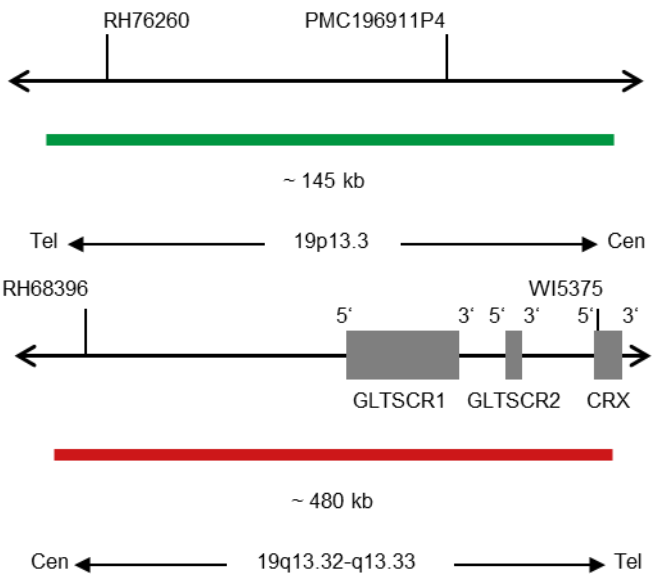

Fig. 1: Em cima: Mapa de sondas SPEC 19p13, em baixo: Mapa de sondas SPEC 19q13 (não à escala)
- Polinucleótidos marcados com digoxigenina (~0,8 ng/µl), que têm como alvo sequências mapeadas em 19p13.3* (chr19:815,938-962,244) (ver Fig. 1).
- Polinucleótidos marcados com dinitrofenilo (~0,8 ng/µl), que visam sequências mapeadas em 19q13.32-q13.33* (chr19:47,857,776-48,339,398) (ver Fig. 1).